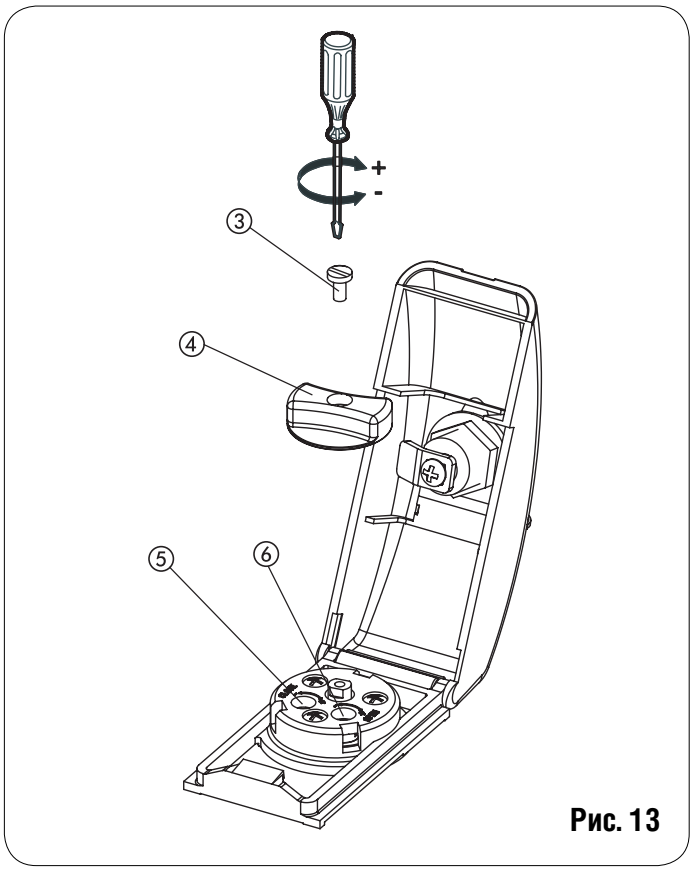

Рис. 13
- Поднимите крышку (Рис. 13).
- Выкрутите винт (Рис. 13, сноска 3), удерживающий рукоятку, и вытащите рукоятку (Рис. 13, сноска 4).
- Подкрутите винты регулировки усилия привода (Рис. 13, сноски 5 и 6).
- По окончании регулировки установите рукоятку на место (Рис. 13, сноска 4 и закрутите винт (Рис. 13, сноска 3).